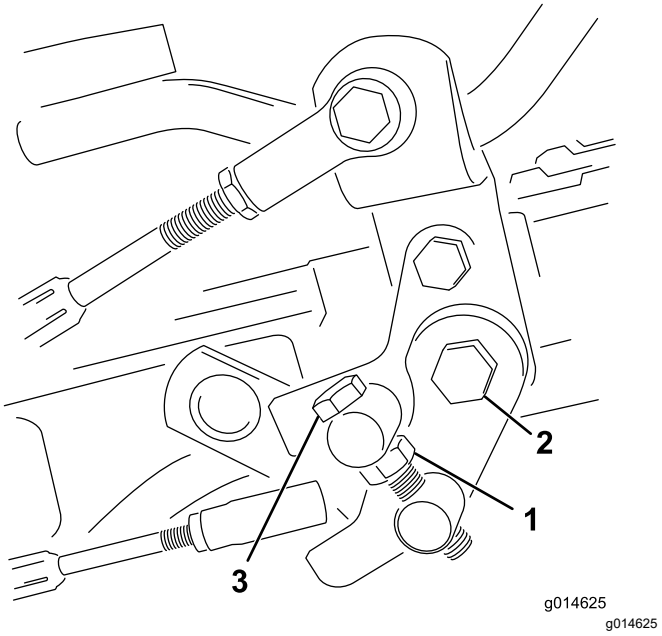

Figuur 37
1. Draai de contramoer op de draaitapbout los (Figuur 37).
4. Draai de contramoer op de draaitapbout en de moer op het scharnierpunt van het pedaal vast om de afstelling te vergrendelen (Figuur 37). Controleer de afstelling en stel nogmaals af indien dit nodig is.